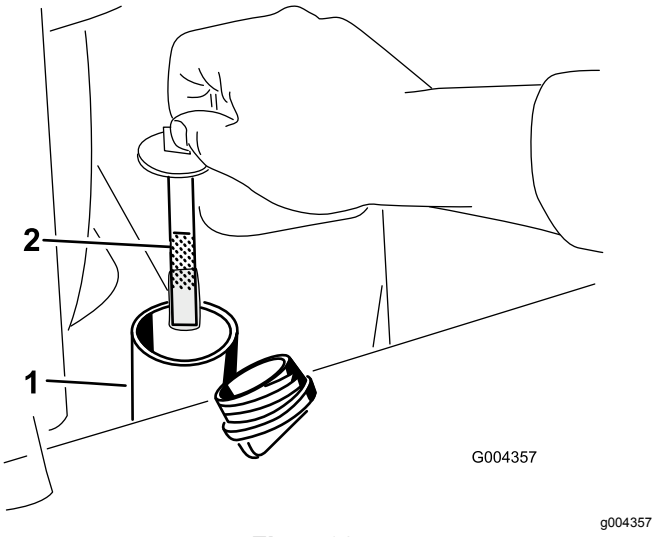

**Figur 62**
5. Ta bort hydraultanklocket och oljestickan (Figur 62).